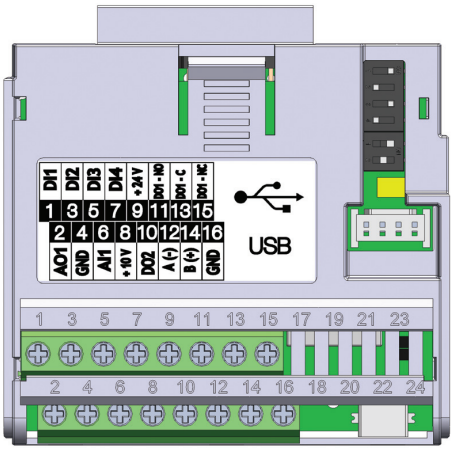

Figura 17.3: *Módulo Plug-In CFW500-CUSB*
O módulo plug-in CFW500-CUSB tem a interface Serial (1) através da porta RS485 nos bornes 12(A-) e 14(B+), bem como a interface Serial (2) através da porta USB no conector padrão mini USB (mini B), veja figura 17.3.